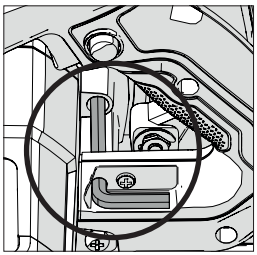

Fig. 1
- Localizați cheia imbus pentru schimbarea discului, care se găsește în compartimentul de depozitare încorporat (poziție similară la toate uneltele). **(Fig. 1)**